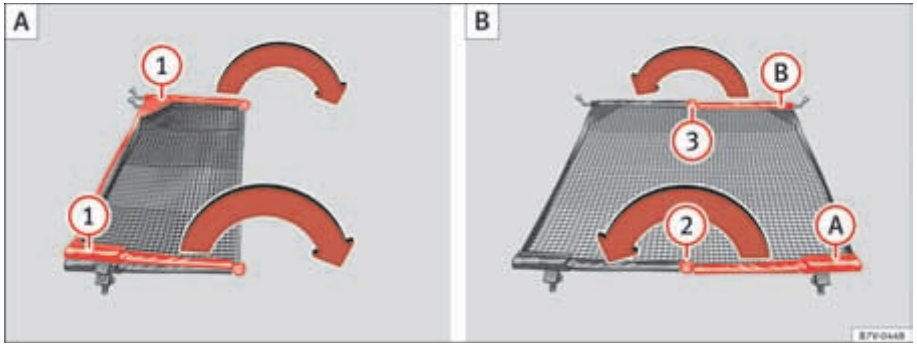

Fig. 99 Unfold the net partition (1) then fold it again (2) and (3).
Fold out the support transversal rods ⇒ fig. 99 (1) for the net partition fully in the direction of the arrow until you hear a “click”.
- Press on the release button ⇒ page 152, fig. 99 (2) and bend the rod (A) in the direction of the arrow with the release o button pressed.
- Press on the release button ⇒ page 152, fig. 99 (3) and bend the rod (B) in the direction of the arrow with the release button pressed.